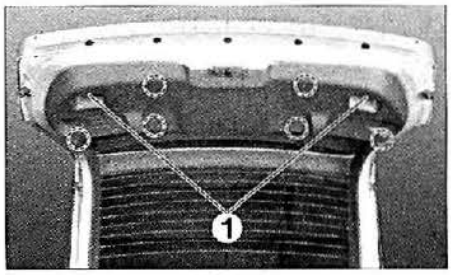

FIG. 65
- Desmontar los tornillos de fijación (1) **(fig. 65).**